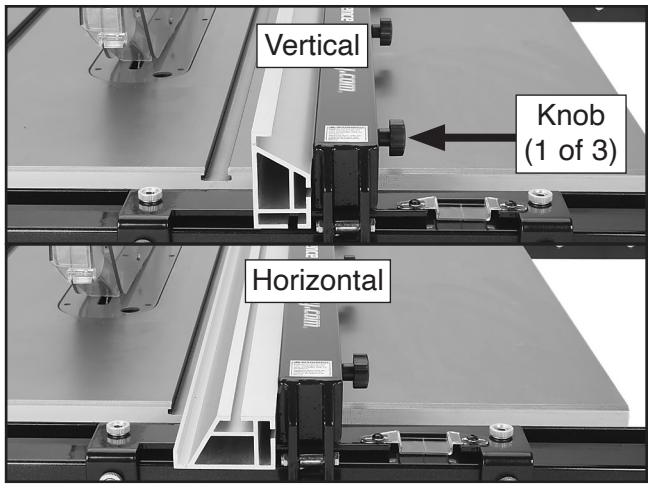

Figure 59. Example rip fence positions.
5. Loosen fence knobs (see **Figure 59**), remove rip fence, then re-install in vertical position for normal cutting operations, or in horizontal position for cutting narrow workpieces. Lift fence up and tighten each fence knob.